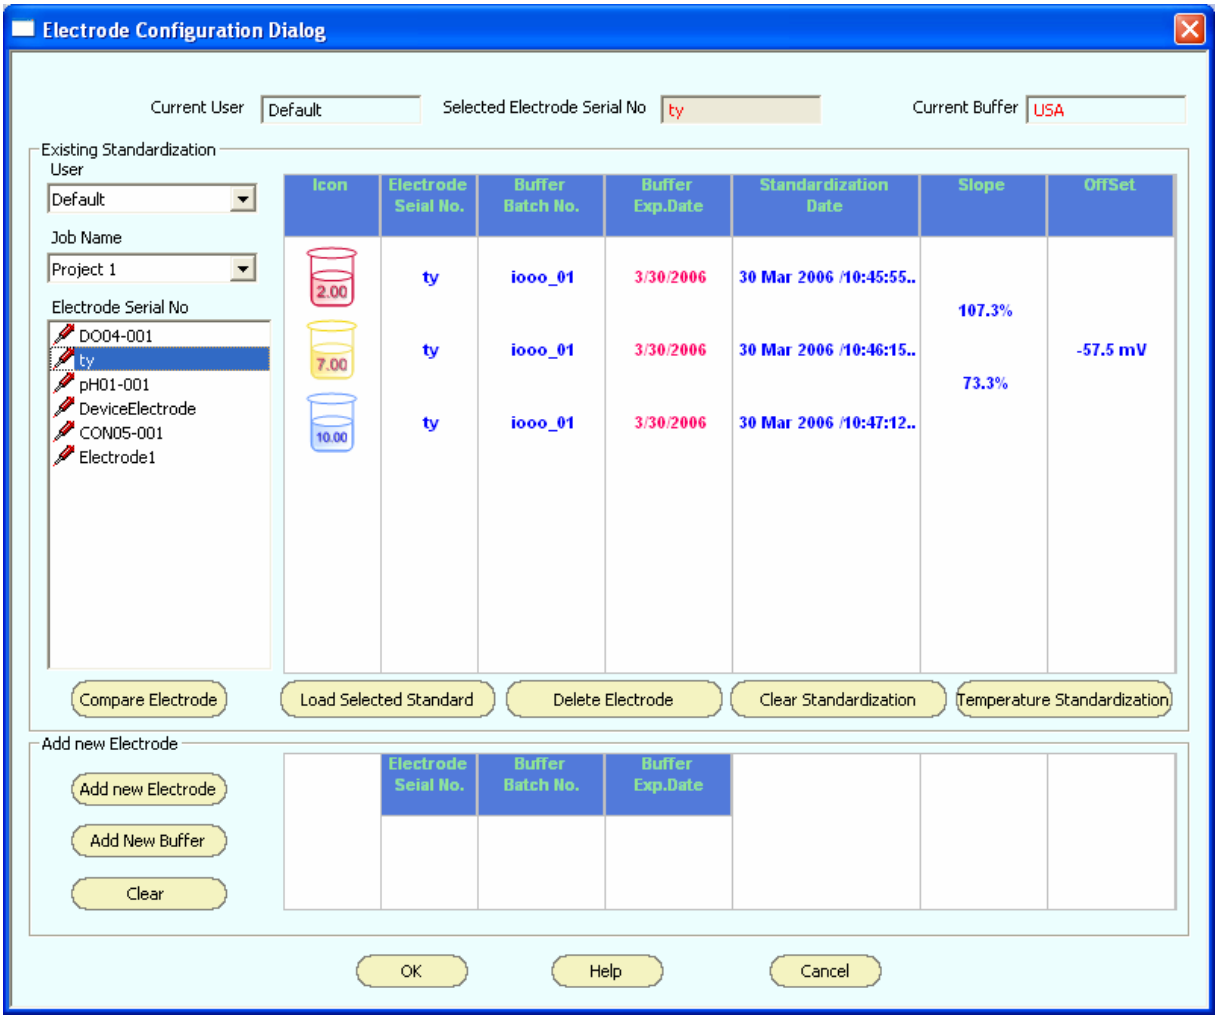

Figure 23 : Selecting existing standardization available in XLComm
5. **Electrode Configuration Dialog** appears. (Figure 23)